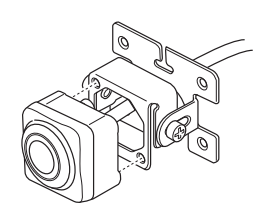

Fig.2/Schéma 2/Fig.2/ Abb. 2/Fig.2/Bild 2/Рис. 2
2 Attach the camera to the camera mounting bracket ③. Pull the camera cable through to the camera mounting bracket ③, and secure with the hex screws ④ (see Fig. 2).
2 Befestigen Sie die Kamera an der Kamerahalterung ③. Führen Sie das Kamerakabel durch die Kamerahalterung ③, und befestigen Sie sie mit den Inbus-Schrauben ④ (siehe Abb. 2).
2 Montare la telecamera sul supporto ③. Inserire il cavo nel supporto della telecamera ③ e fissare quest'ultimo usando le viti a testa esagonale ④ (Fig. 2).
2 Montera kameran i kamerafästet ③. Dra igenom kamerakabeln till kamerafästet ③ och dra fast den med insexskruvarna ④ (se Bild 2).
2 Прикрепите камеру к монтажному кронштейну камеры ③. Проведите кабель камеры через монтажный кронштейн камеры ③ и зафиксируйте при помощи винтов с шестигранной головкой ④ (см. рис. 2).